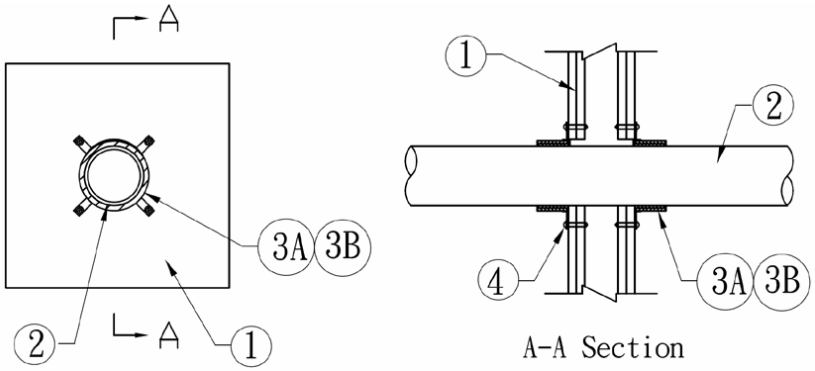

Figure 1. Through Penetration Firestop System
1. **SUPPORTING CONSTRUCTION:** Refer to Figure 1. Opening size shall be 1/2 in. larger than the OD of the penetrating pipe. Create a round through-opening in a symmetrical, Code-conforming, 2 hour fire-rated wall assembly consisting of the min. construction features of one of the following options:
2. PENETRATING ITEM: Refer to Figure 1 and Table 1. Position a max. 4 in. diameter plastic pipe in the opening made in the Supporting Construction (Item 1). Use any of the following pipe types in Schedule 40 or thinner: ABS, PPR, XFR, CPVC, PVC, or RNC. Establish an annular space, per Table 1, between the Penetrating Item and the Supporting Construction (Item 1).
3. FILL, VOID, OR CAVITY MATERIAL: Refer to Figure 1 and Table 1. Apply the following materials as indicated below: